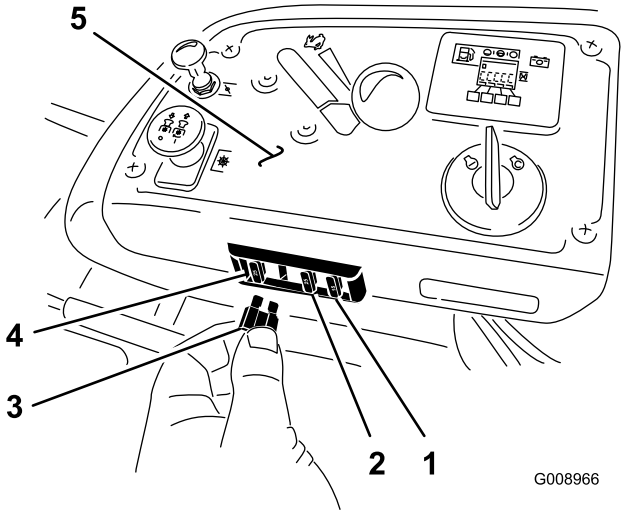

Figur 55
1. Sikringene befinner seg i den høyre konsollen ved siden av setet (Figur 55).
3. Sett inn en ny sikring (Figur 55).